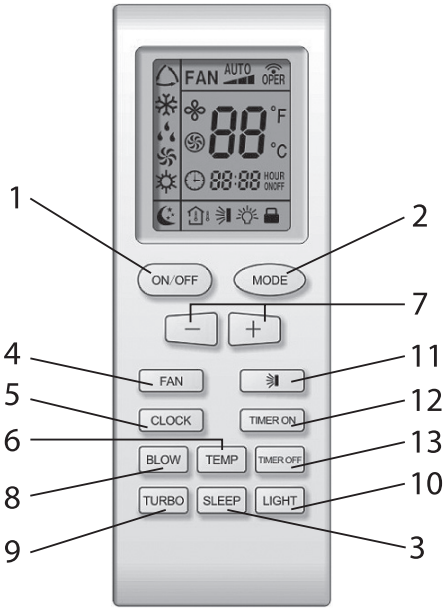

Рис. 5.1
5.1 Пульт управления (Рис. 5.1)
- Для управления кондиционера применяется беспроводной инфракрасный дистанционный пульт (рис. 5.1).
- Комментарии к рис. 5.1 см. таблицу 5.1.